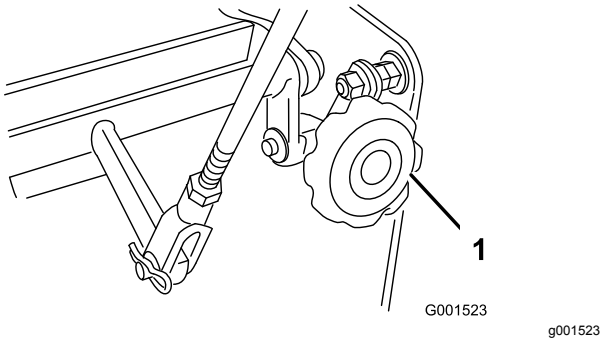

Figur 41
4. Vrid snabbspårningsvredet om maskinen spårar bättre på ena sidan än den andra. Vrid vredet åt höger för att svänga åt höger och åt vänster för att svänga åt vänster (Figur 41).